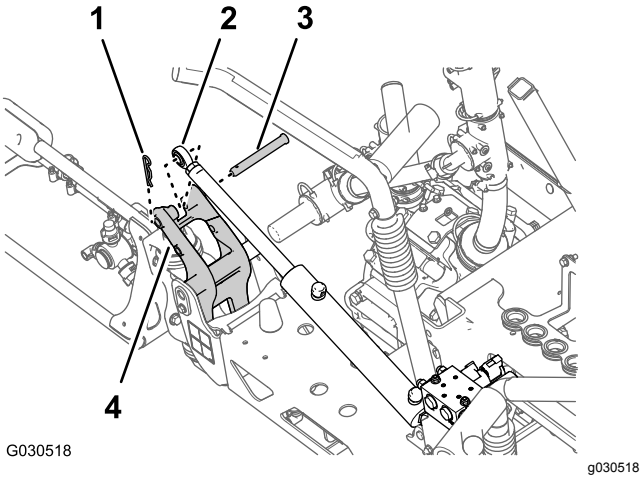

Figuur 63
3. Verwijder de R-pen en de gaffelpen waarmee het stanguiteinde van de hefcilinder bevestigd is aan de draaibeugel (Figuur 63).